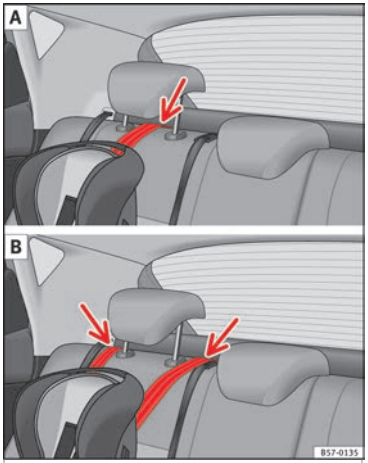

**Fig. 37** Retainer strap: adjustment and assembly according to the Top Tether belt.
- Place the belt under the head restraint of the back seat ››› Fig. 37 (depending on the instructions of the chair itself, lift or remove the head restraint if necessary).